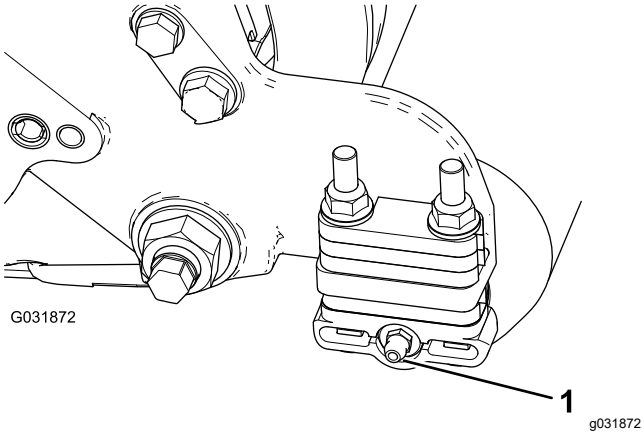

Figur 8
2. Monter 90°-smøreniplene slik at de vender bakover (Figur 8).